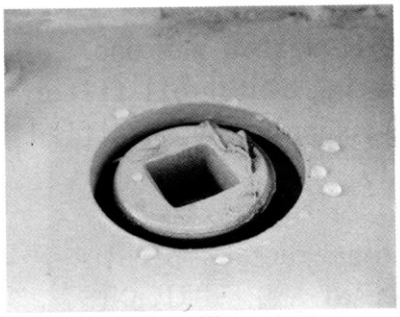

Рис. 4-29.
4.5.5 Гидравлический бак и фильтр (Рис. 4-29~31).